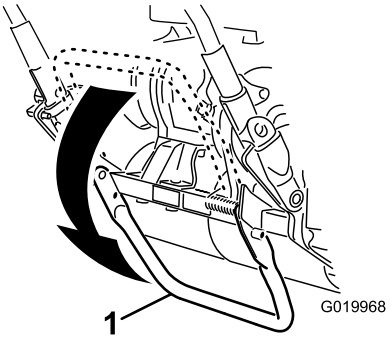

**Figur 9**
1. Skyv støtten ned med foten **midt på støtten**, og trekk maskinhåndtaket opp til støtten er rotert fremover, over midten (Figur 9).